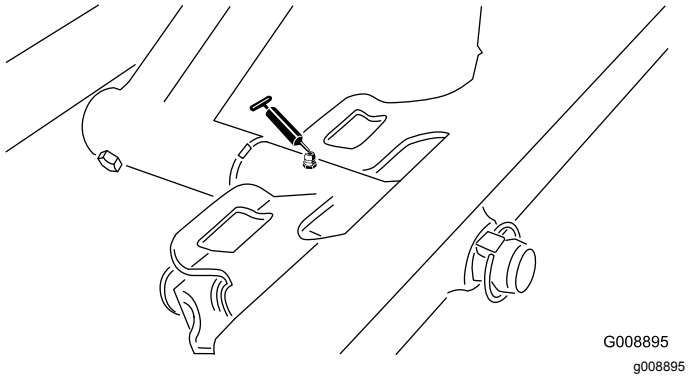

Figur 50
- Främre klippenhetstapp (Figur 50)